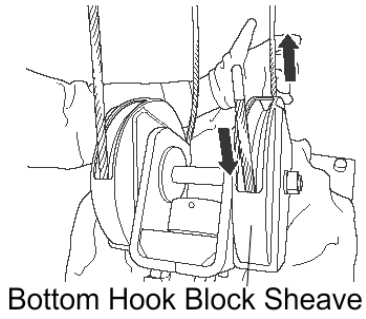
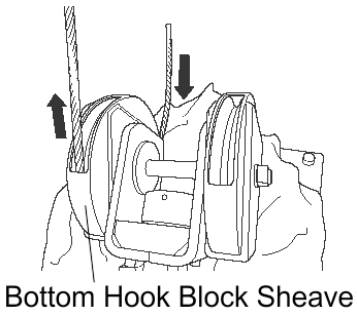

Figure 6-15
Figure 6-17
9) Slowly pull the Wire Rope out from the Bottom Hook Block Sheave and the Idle (return) Sheave on the hoist and then from the other Sheave of the Hook Block as shown in **Figures 6-15**, **6-16**, and **Figure 6-17**.